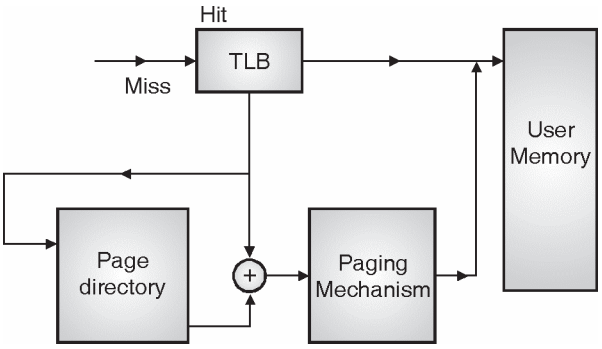

Fig. 5.12.4 : Translation Look aside Buffer
- The structure of memory management with TLB is as shown in Fig. 5.12.4.
- As shown in the Fig. 5.12.4, TLB is placed parallel with the paging mechanism and hence if the TLB gives a hit, the paging mechanism doesn't perform the address translation, else the paging mechanism performs the address translation.